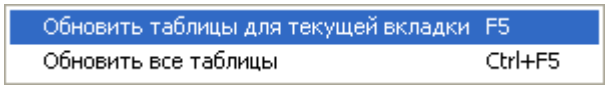

Рисунок 6-8 Выбор в контекстном меню действия «Обновить таблицы для текущей вкладки»
– «Обновить таблицы для текущей вкладки» (см. Рисунок 6-8),